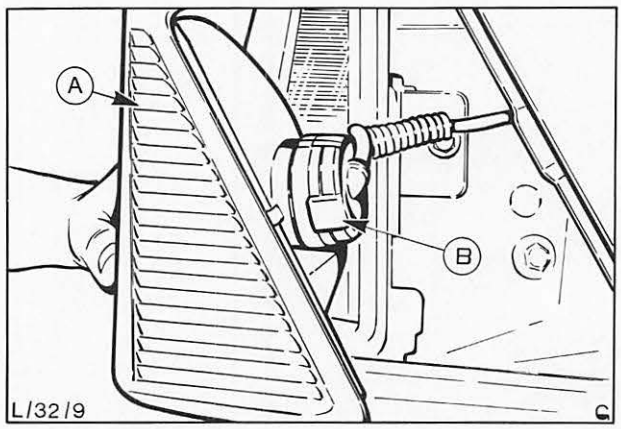

Abb. 14 Blinkleuchte komplett ausbauen
3. Lampenfassung „B", Abb. 14, nach links drehen und Glühlampe aus der Fassung herausnehmen.